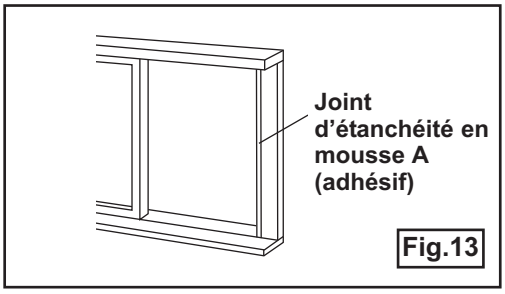

Fig.13
1. Coupez le joint d’étanchéité en mousse (adhésif) à la longueur appropriée et fixez-le au cardre de la fenêtre. Voir fig. 13.